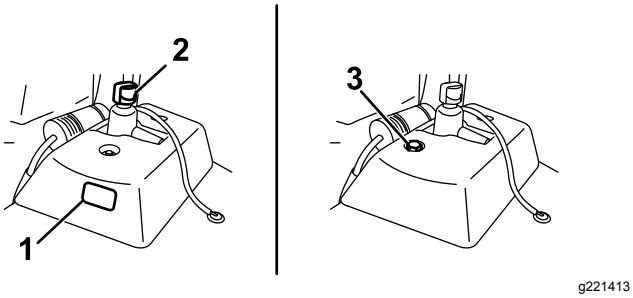

Figuur 54
- Als de hydraulische hulptank over een kijkglas beschikt, controleert u daar het oliepeil (Figuur 54) en gaat u verder met stap 5.
- Als de hydraulische hulptank niet over een kijkglas beschikt, gebruikt u de peilstok bovenaan de machine (Figuur 54) en gaat u verder met stap 3.